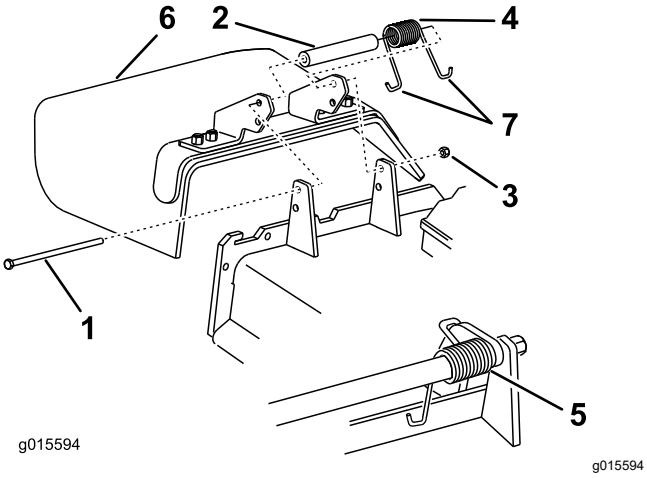

**Figur 121**
1. Fjern låsemøtrikken, bolten, fjederen og afstandsbøsningen, som fastholder græsdeflektoren til akselbeslagene (Figur 121).
2. Fjern den beskadigede eller slidte græsdeflektor (Figur 121).
**Bemærk:** Sørg for, at fjederens ene J-formede ende sidder bag skjoldets kant, før bolten monteres som vist i Figur 121.
6. Placer fjederens J-formede ende omkring græsdeflektoren (Figur 121).